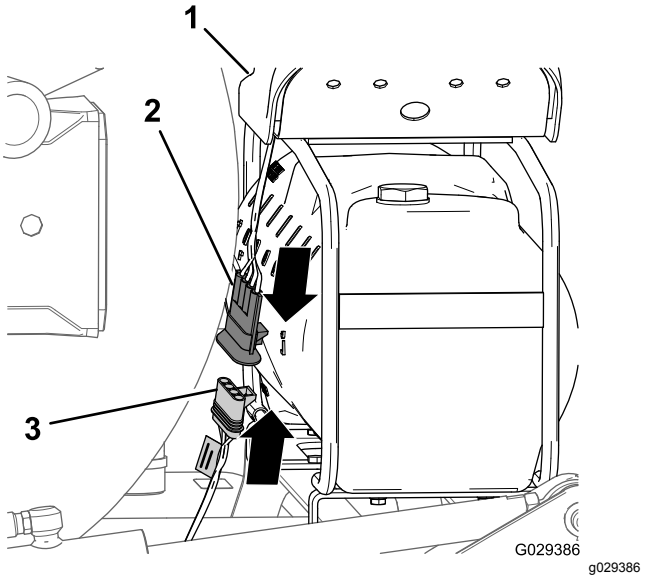

Figuur 172
1. Aan het uiteinde van de kabelboomaftakking van 236 cm lijnt u de stekker met 4 bussen van de kabelboom voor de completeringsset uit met de stekker met 4 pinnen van de kabelboom van de compressor (Figuur 172).
2. Steek de aansluiting met 4 pinnen in de 4-contactstekker (Figuur 172).